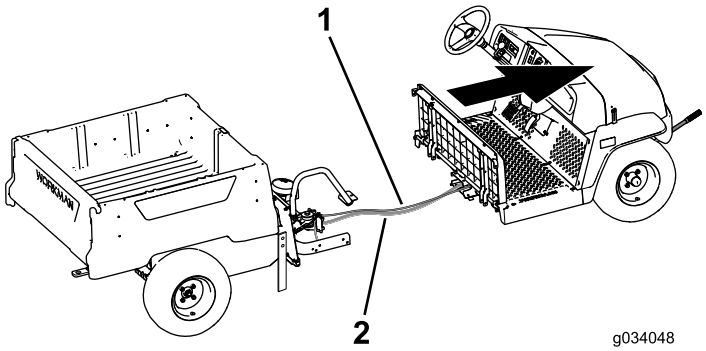

Figura 20
8. Peça a um assistente que ajude a mover a secção dianteira para a frente afastando-a da secção traseira (Figura 20).